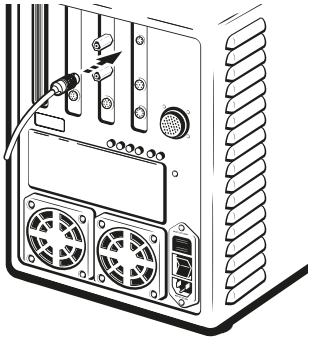

Abbildung 6-8. Anschließen des Blasendetektorkabels am Grundgerät
1. Stecken Sie das Kabel des Blasendetektors in den Anschluss an der Rückseite des Grundgeräts (Abbildung 6-8).